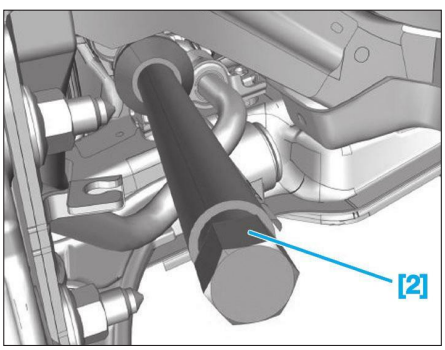
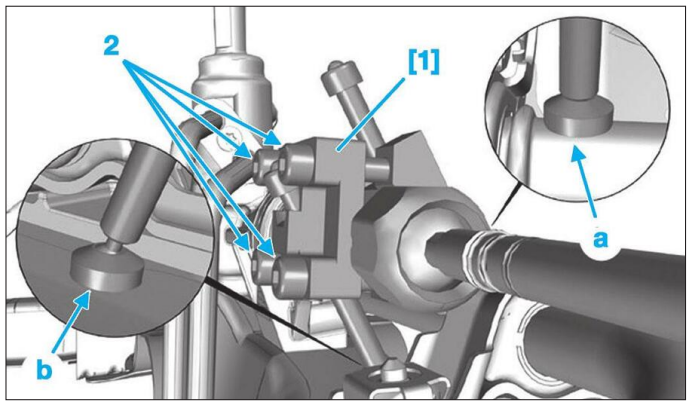

**Fig. 13**
**Fig. 12**
• Positionner l'outil [1] sur le mécanisme de direction **(Fig.12)**.
• Serrer les 4 vis (2) de l'outil [1].
• Mettre en place la clé à rouleau [2] **(Fig.13)**.